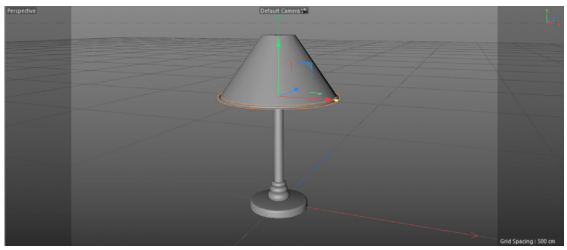

Figure 3-8(b) *Placing shadedesign1 on shade*
23. Place *Shadedesign1* on *shade*, as shown in Figure 3-8(b).